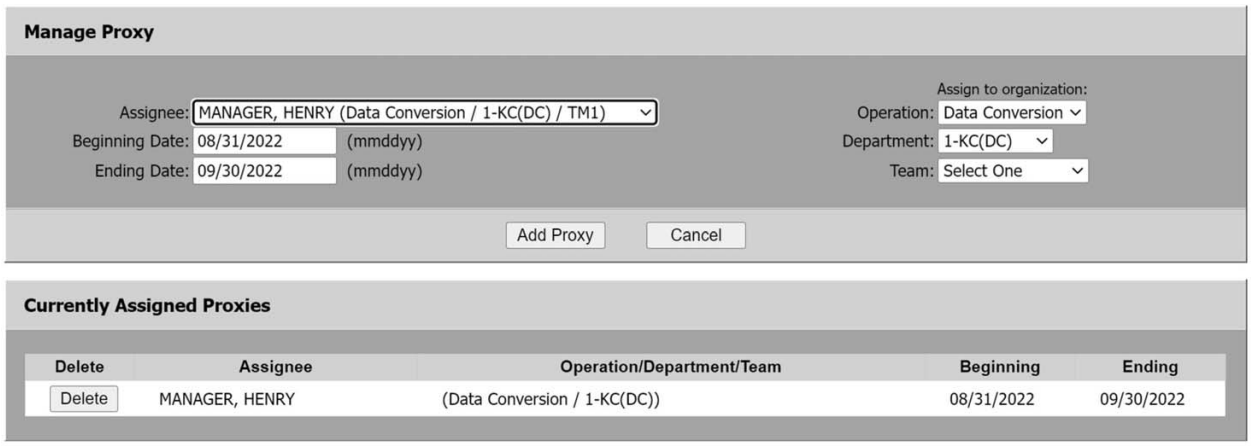

Figure 3.30.30-7 Manage Proxy Screen
(1) Managers will use the Manage Proxy Screen to either grant or terminate a proxy role.
(2) The manager will not be able to duplicate proxy assignments (same grantee, role, operation, department, and team).
(3) To access the Manage Proxy screen:
b. The Manage Proxy Screen will generate. See **Figure 3.30.30-7.**